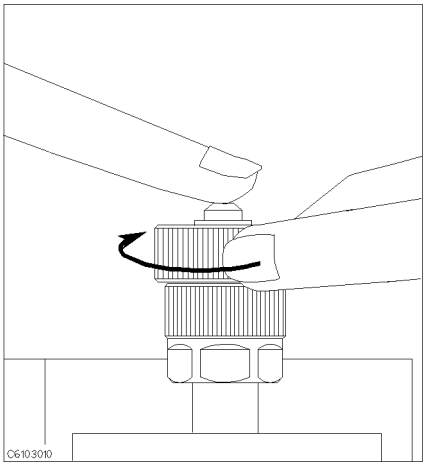

Figure 4-8.
8. Connect the 0 Ω termination on the APC-7® connector as shown in Figure 4-8.